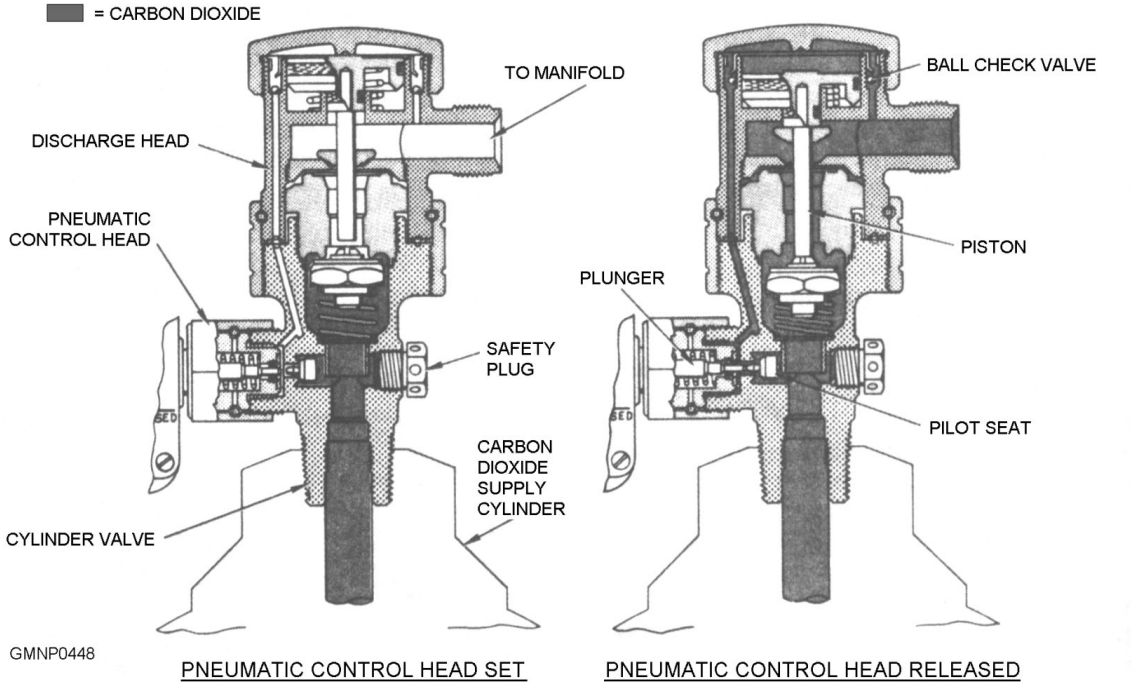

**Figure 8-22.—Cylinder value and discharge head schematic.**
**Cylinder Valve and Discharge Head**.—The cylinder valve and discharge head are shown in figure 8-22. Together, they block the escape of the liquid $CO_2$ from the cylinder until the control head is activated.